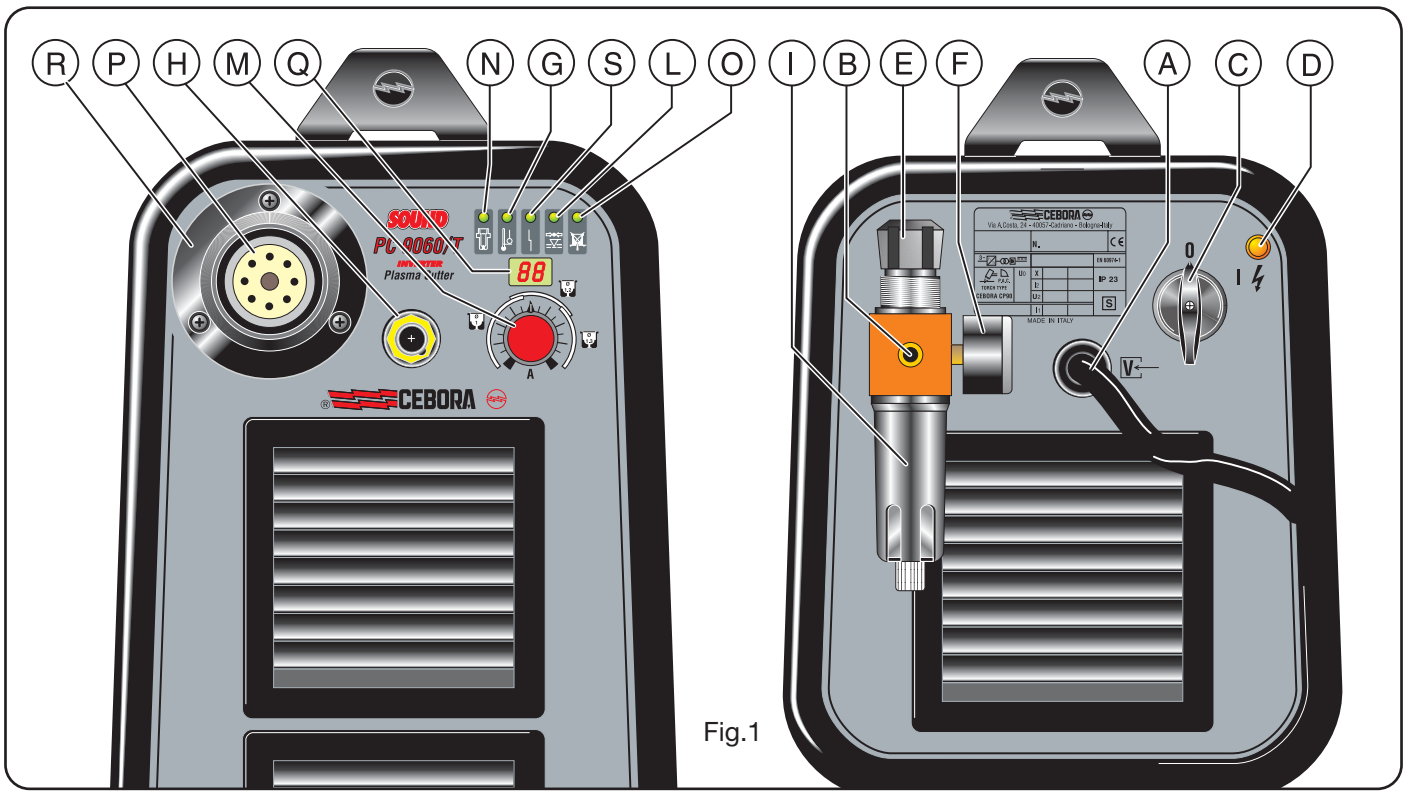

Fig.1
2.1 TORCH ASSEMBLY (Fig. 1)
1) To avoid overloads during the pilot arc ignition and during the cut. It is evidenced by the **G** led continuosly on (see fig.1).
2) Stop that the machine working at a room temperature lower than -20°C. It is evidenced by the blinking **G** led (see fig.1).
Located on the torch inlet to prevent low air pressure. The LED **L** lights when tripped (see fig.1).
2) Blocks the equipment when the electrode is worn to the point where it needs to be replaced. This function is indicated when the LED **N** lights (fig.1). If this safety device is tripped, shut off the machine before replacing the electrode and nozzle. (Art. 356 only).